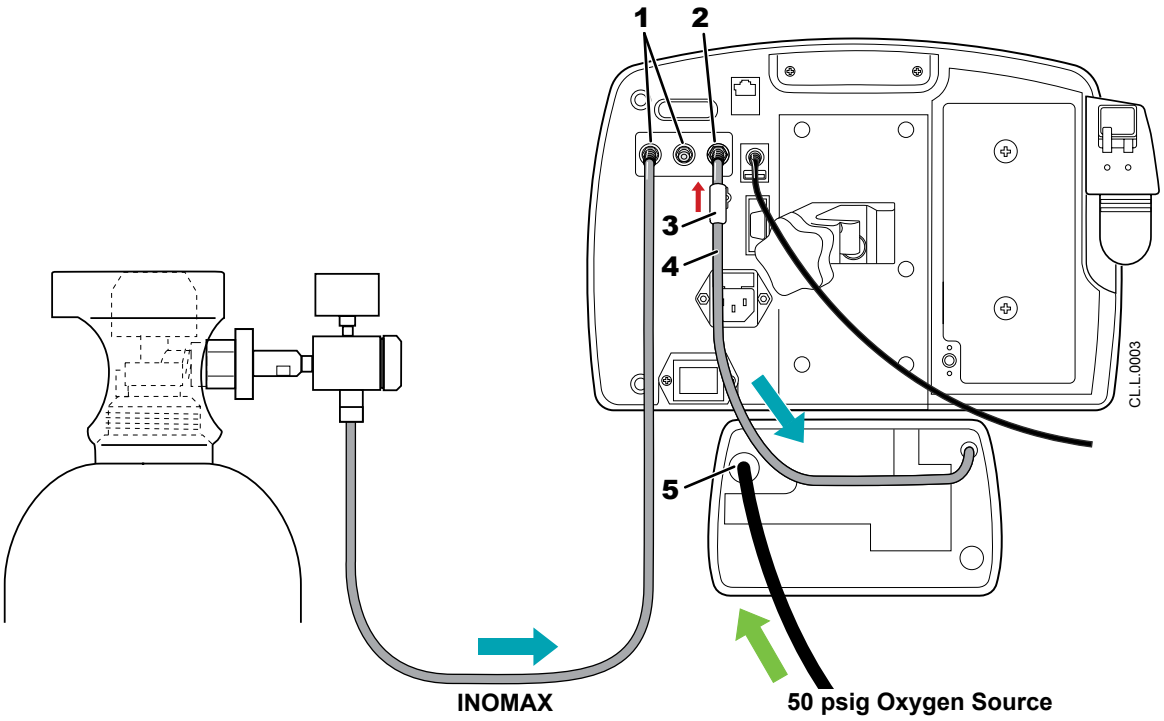

Figure 2-6 INOblender connections
3. Insert the regulator hose into one of the INOMAX gas inlets (see red arrow, Figure 2-6).
1. Ensure the INOMAX regulator hose is connected to the INOMAX gas inlet (see **1**, Figure 2-6).